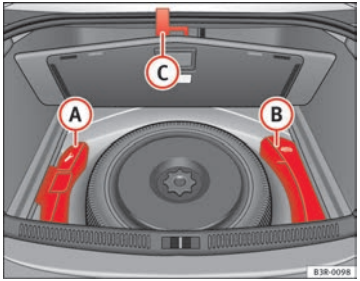

Fig. 176 Toolbox and jack
The tools (A) and jack (B) ⇒ fig. 176 are stored under the floor panel in the luggage compartment.
– Hook the handle (C) onto the luggage compartment weather strip.